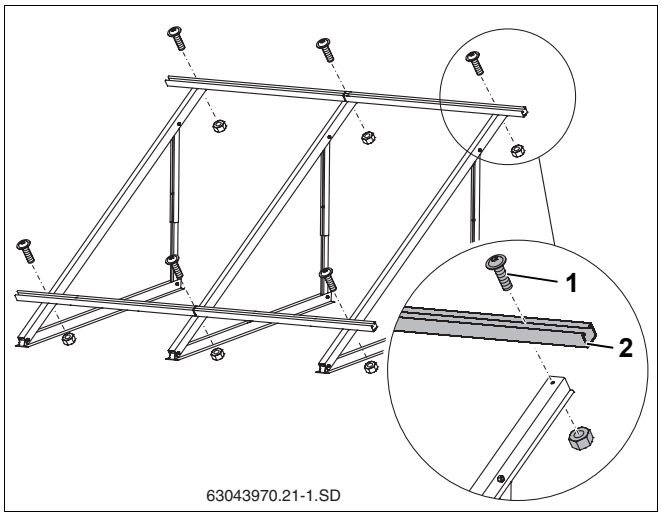

Rys. 34 Montaż szyn profilowanych (tu: do 2 pionowych kolektorów)
- Zamontowane wstępnie szyny profilowane (rys. 34, **poz. 2**) dokręcić lekko przy pomocy śrub M8 x 20 (rys. 34, **poz. 1**), aby można było wyrównać później ich położenie.